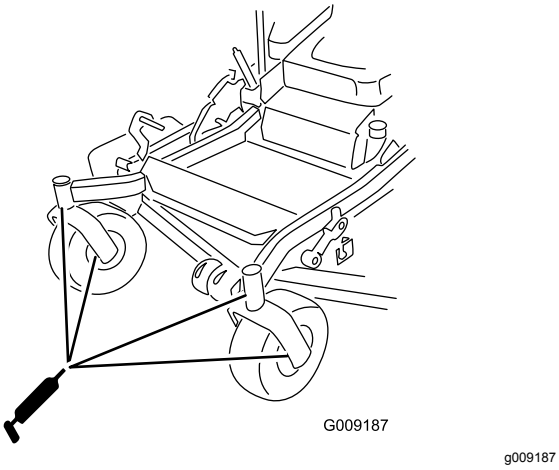

Figuur 48
12. Plaats de zeskantige plug en de stofkap (Figuur 48).